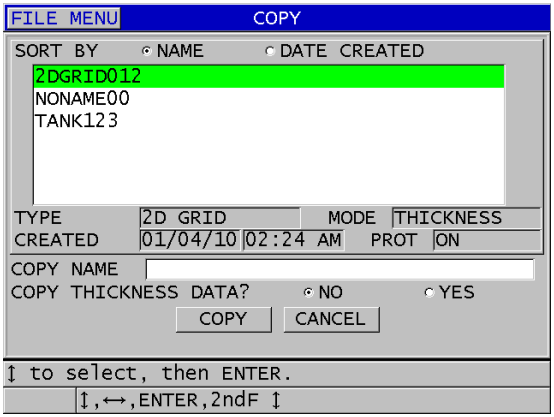

Rysunek 11-17 Kopiowanie pliku
3. Na ekranie **COPY** (Kopiuj) (patrz Rysunek 11-17 na stronie 220):